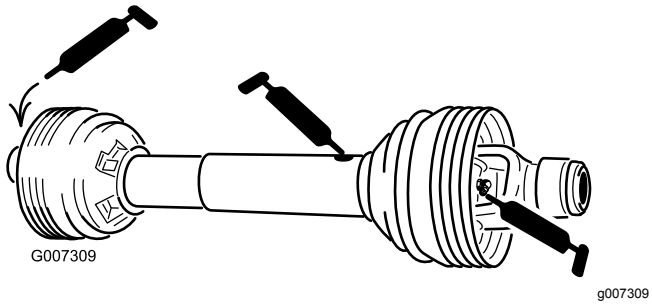

Figur 45
Kraftuttakets aksel (3) (Figur 45)